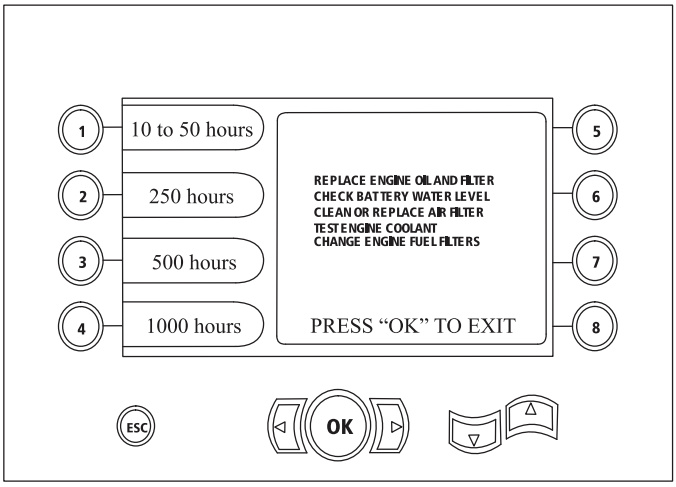

Figure 25
- Bouton 2 – calendrier d'entretien à 250 heures (Figure 25)